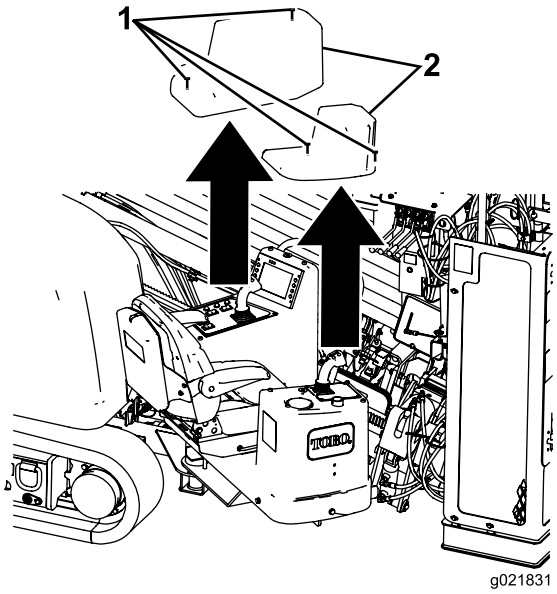

Rysunek 37
3. Wykręcić 4 śruby mocujące osłony nad konsolami operatora i zdjąć osłonę (Rysunek 37).